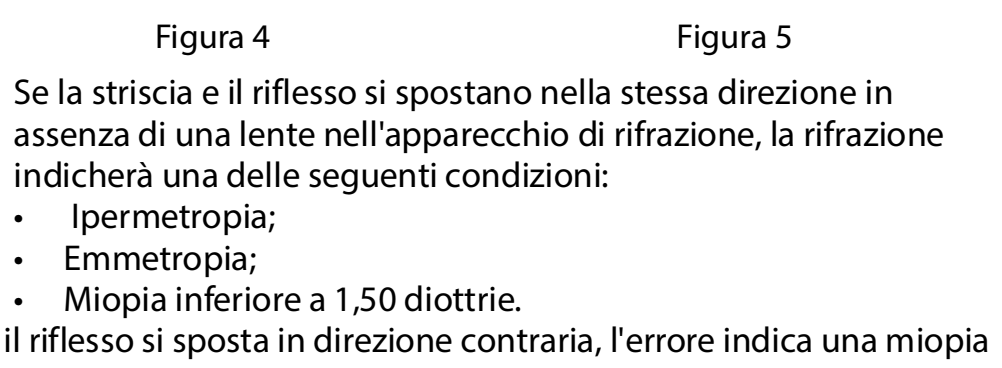

Figura 4 Figura 5
6. Ruotare l'anello di controllo finché la striscia non si trova in posizione orizzontale, quindi spostarla in direzione verticale. Il riflesso avrà l'aspetto illustrato nella Figura 4 o 5.